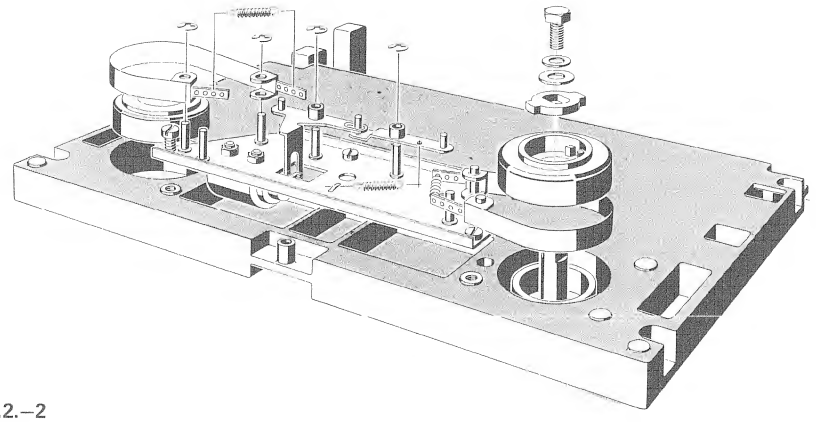

Fig. 4.2.–2
4.2.1. Mesure du moment de freinage (fig. 4.2.–1)
4.2.2. Einstellen der Bremsen (Fig. 4.2.–2)
4.2.2. Adjustment of braking torque (fig. 4.2.–2)